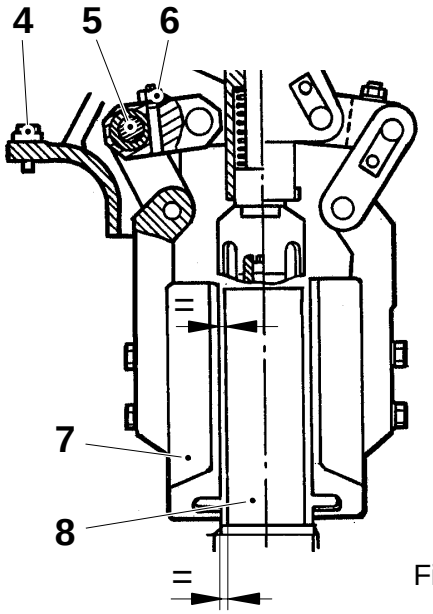

Fig. 2
c) Loosen the nuts (6) and set the side lugs (7) in their outer position (tap on the locking pin to set the eccentric axle pin (5) free).
g) Set the side lugs parallel to the station (8), see fig. 2. Tighten the nut (6).